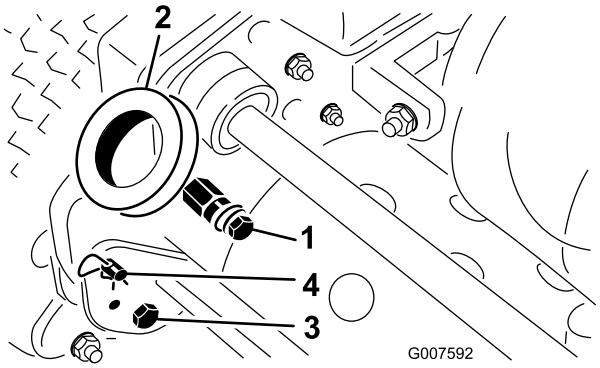

Figuur 2
1. Verwijder de bouten en borgmoeren waarmee de onderkant van de handgreeparmen is bevestigd aan beide zijden van de maaimachine (Figuur 2).
2. Verwijder de R-pennen en de ringpennen waarmee de handgreeparmen zijn bevestigd aan de achterkant van het frame (Figuur 2).
3. Steek de uiteinden van de handgreep door de openingen in de handgreeparmen en houd de openingen recht voor de montagepennen (Figuur 2).
1. Verwijder de R-pennen van de ringpennen aan beide zijden van de maaimachine (Figuur 2).
2. Ondersteun de handgreep en verwijder de ringpennen van beide zijden. Zet de vervolgens de handgreep hoger of lager in de gewenste werkstand (Figuur 2).